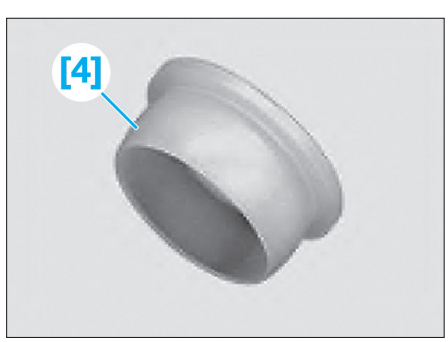

Fig. 3
- [4]. Capuchon pour obturer la douille de guidage du connecteur de boîte (réf BMW : 24 2 390) **(Fig.3)**.
• Mettre en place l'outil [4] à la place du connecteur **(Fig.3)**.